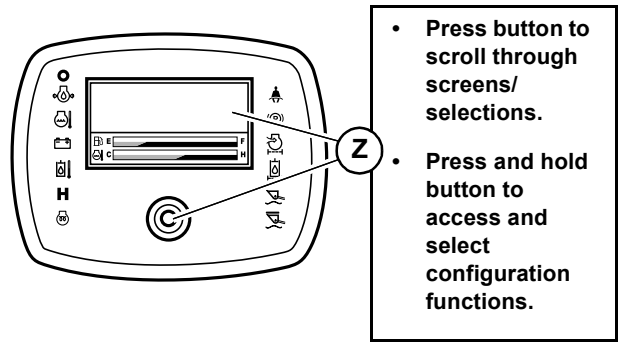

Fig. 7 – Multi-Function Display Interface Button
Press and release the multi-function display interface button (Z, Fig 7) to scroll through the status screens and any current error or maintenance required screens.
**Coolant Temperature Screen** Default screen when no error codes are active. Press and release interface button (Z, Fig. 7) as many times as required to access this screen. Displays coolant temperature in “°F” or “°C”, depending upon units selected in Temperature Units Configuration screen (M).
Engine RPMs Screen Press and release interface button (Z, Fig. 7) as many times as required to access this screen. Displays engine crankshaft revolutions per minute.
Battery Voltage Screen Press and release interface button (Z, Fig. 7) as many times as required to access this screen. Displays battery charge in volts.
Accumulated Service Hours Screen Press and release interface button (Z, Fig. 7) as many times as required to access this screen. Displays accumulated operation time in hours. Time accumulates when engine is running.
Maintenance Required Screen Displays in the screen rotation along with status screens when scheduled maintenance is required. See page “Maintenance Schedule” on page 100. To dismiss this screen, press and hold the interface button (Z, Fig. 7). This screen will display in rotation when scrolling through the status screens. After 1 full rotation of all screens, the display will freeze on this screen, until the machine is shut-down and started back up.
**Configuration Selection Screens** To access these screens, press and hold interface button (Z, Fig. 7) for 5 seconds. Press and release interface button (Z, Fig. 7) to move selection caret (A) down through the configuration selections. Press and hold interface button for 5 seconds to go to the configuration screen selected by selection caret (A). To exit the configuration selection screens, move selection caret (A) to the “EXIT” option and press and hold interface button for 5 seconds.
**Control Sensitivity Configuration Screen** To change joystick control sensitivity, press and release interface button (Z, Fig. 7) to scroll through selections and change control sensitivity. With the caret closer to the symbol, joystick control becomes increasingly aggressive and immediate; with the caret closer to the symbol, joystick control becomes less aggressive and more relaxed. Control sensitivity configuration changes are saved when exiting this screen. To exit this screen, press and hold interface button for 5 seconds.
**Travel Speed Limit Configuration Screen (Option)** This screen displays only on machines equipped with the speed limit option. Press and release interface button (Z, Fig. 7) to choose between H-L (high/low) or speed limit travel drive modes. See “Travel Speed Range Selection” on page 57 for more information about the travel speed limit option. Vehicle speed limit configuration changes are saved when exiting this screen. To exit this screen, press and hold interface button for 5 seconds.
**Control Joystick ISO/D-H Pattern Selection Screen (Option)** This screen displays only on machines equipped with the D-H control pattern option. Press and release interface button (Z, Fig. 7) to choose between ISO or D-H joystick control options. See “Control Joysticks” on page 50 for more information about the ISO and D-H control options. Control joystick pattern configuration changes are saved when exiting this screen. To exit this screen, press and hold interface button for 5 seconds.
**Coolant Temperature °F/°C Units Selection Screen** Press and release interface button (Z, Fig. 7) to choose between coolant temperature display options (°F/°C). Coolant temperature units configuration changes are saved when exiting this screen. To exit this screen, press and hold interface button for 5 seconds.
**Higher Contrast** **Lower Contrast** 	**Display Screen Contrast Configuration Screen** Press and release interface button (Z, Fig. 7) to adjust the screen contrast. Screen contrast changes are saved when exiting this screen. To exit this screen, press and hold interface button for 5 seconds.
Display Screen Font Size Configuration Screen Press and release interface button (Z, Fig. 7) to adjust the font size. Font size changes are saved when exiting this screen. To exit this screen, press and hold interface button for 5 seconds.
**Changes Display in Lower Ambient Light** **Changes Display in Higher Ambient Light** **(NIGHT-TIME MODE)** **(DAY-TIME MODE)** **Pointer Indicates Current Ambient Light Level**	**Night/Day Display Change Configuration Screen** To maximize display visibility, the display changes between a black-on-white display and a white-on-black display, depending upon the intensity of ambient light. The set point where this change occurs can be adjusted using this screen. Press and release interface button (Z, Fig. 7) to adjust the night/day display change set point. When the caret is closer to the symbol, the display changes in brighter ambient light; when it is closer to the symbol, the display changes in lower ambient light. Night/day display configuration changes are saved when exiting this screen. To exit this screen, press and hold interface button for 5 seconds.